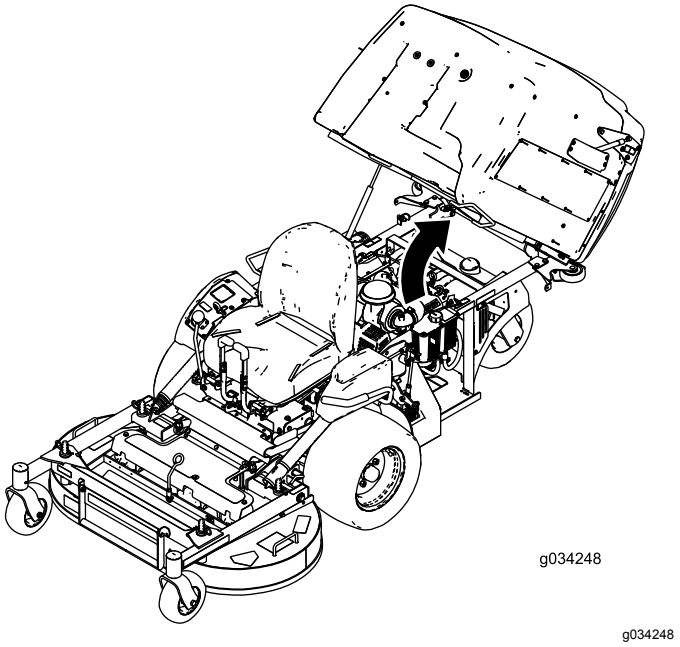

**Figure 28**
1. Levez la trémie (Figure 28).